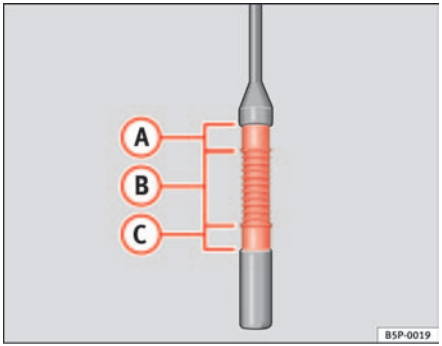

Fig. 154 Engine oil dipstick.
– Pull the dipstick out again and check the oil level ⇒ page 208, fig. 154.
If the oil level is in area ⇒ page 208, fig. 154 (A), do not top up with oil.